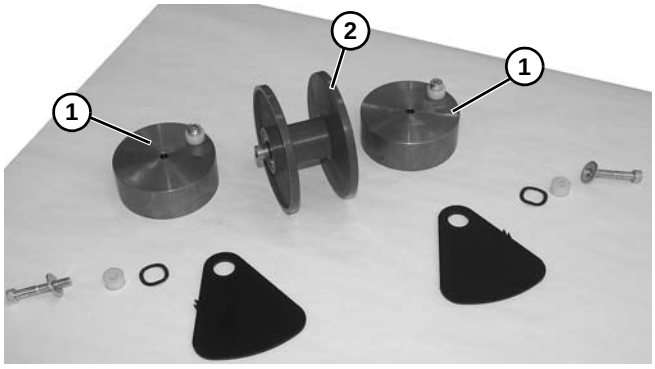

Figure 98
9. Remove two weights **(Figure 98, item 1)** from each side of pulley **(Figure 98, item 2)**.